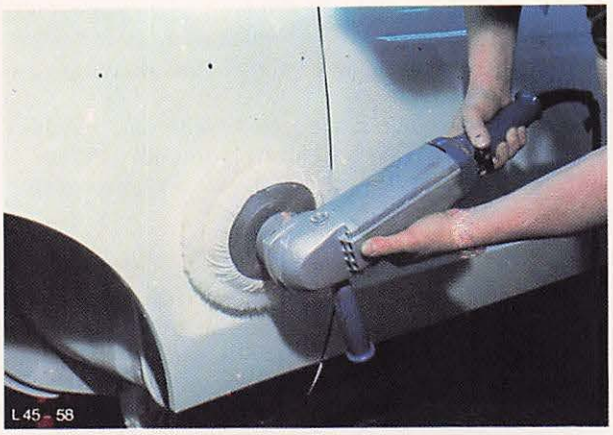

Abb. 22 Feinstpolieren mit Lammfellscheibe
5. Feinstpolieren mittels sauberer Lammfellscheibe (Abb. 22) und Polierwasser (Polish) wie folgt: